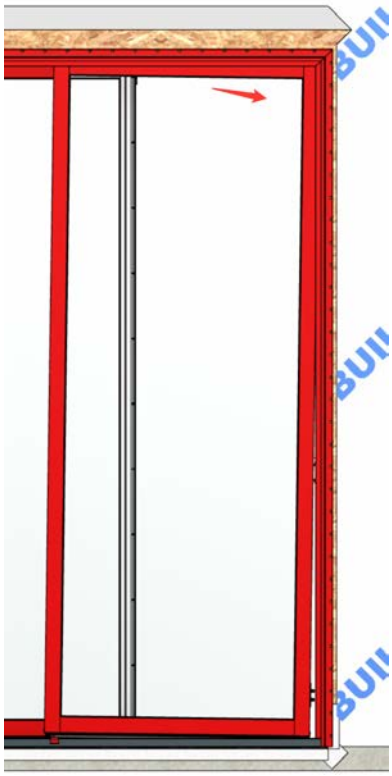

Fig P9
- With one side of the panel resting on the pry-bar and the panel still approximately 2” from the jamb, tilt the top of the panel into the jamb (Fig. P9).